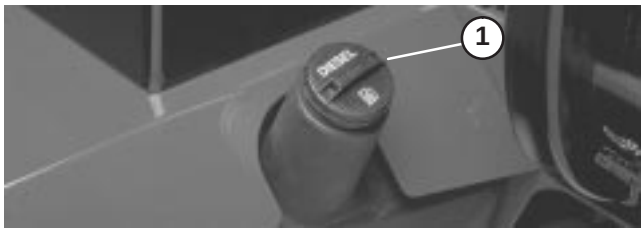

Figure 16
1. Remove fuel tank cap (Fig. 16).
2. Fill tank to about 1 inch (26 mm) below top of tank, not filler neck with No. 2 diesel fuel. Then install cap (Fig. 16).